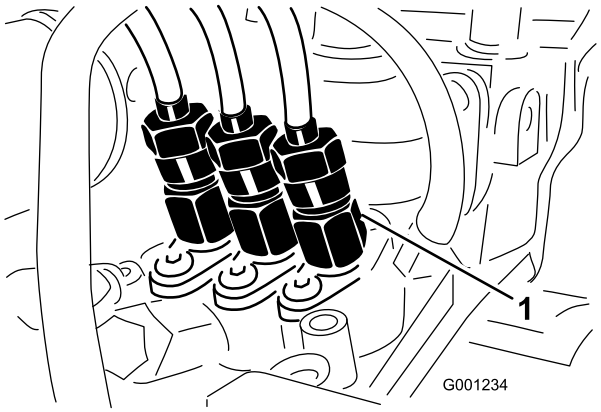

Figur 52
1. Løsne rørforbindelsen til injektormunnstykke nummer 1 og holderen ved innsprøytingspumpen (Figur 52).